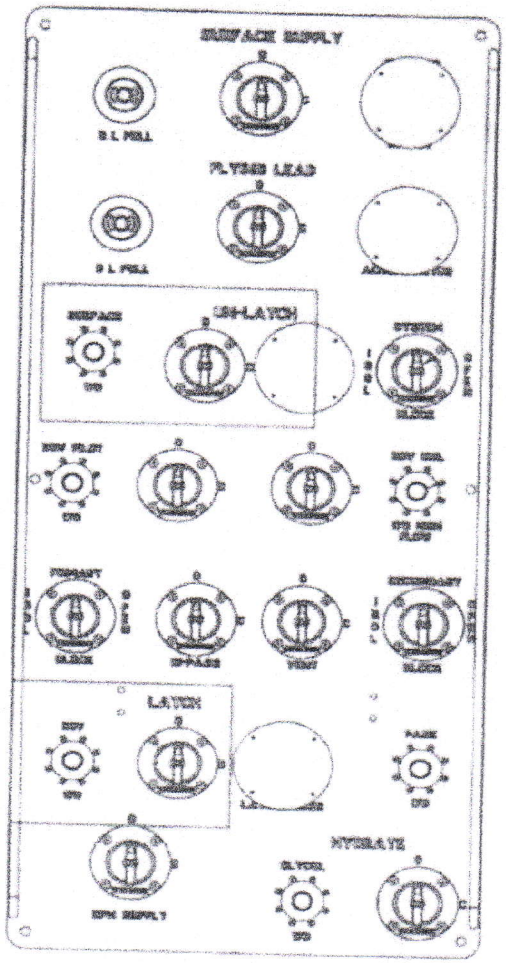

Figure 4: EDS Panel H-4 Control Function(s)
14. Charge the accumulator bottles with their usable fluid load. Observe five (5) minutes to visually check for leaks. Monitor pressure in accumulator bottles to determine if leaks are present.
17. Plug in rig hot line to H-4 connector functions on the EDS control panel (Figure 4) and function test the Latch / Primary Unlatch / Secondary Unlatch functions.